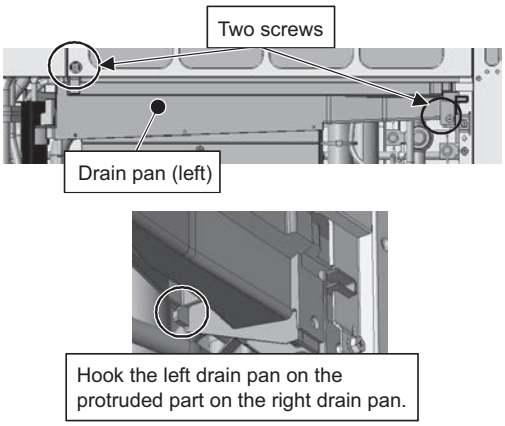

Figure 8
(2) Screw down the left drain pan with two screws. (See Figure 8.)